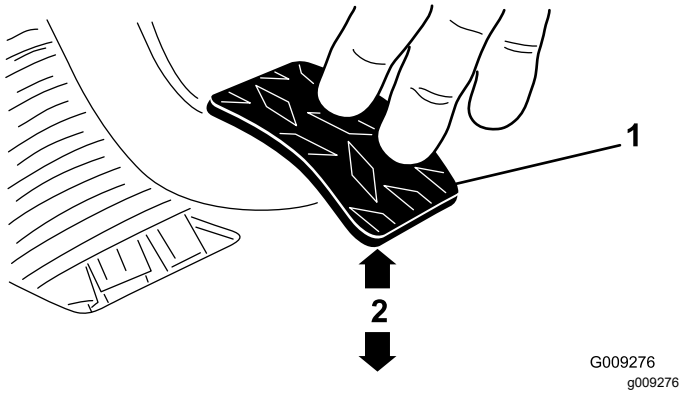

Figur 65
3. Juster låsemutterne og/eller kuleleddet helt til kanten bak på clutchpedalen er 9,2 til 9,8 cm fra toppen av gulvplaten med rombeprofil hver gang det øves en kraft på cirka 1,8 kg på pedalen (Figur 65).